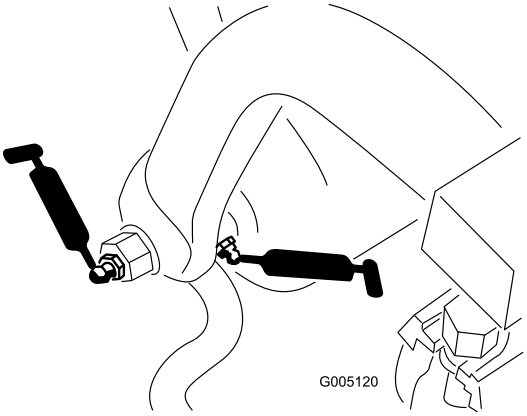

Bild 38
- Zugrahmenwelle und Rolle (12) (Bild 38)